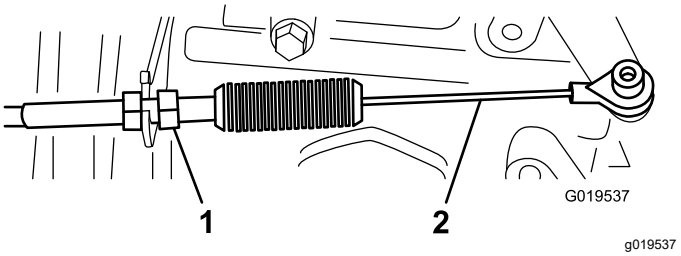
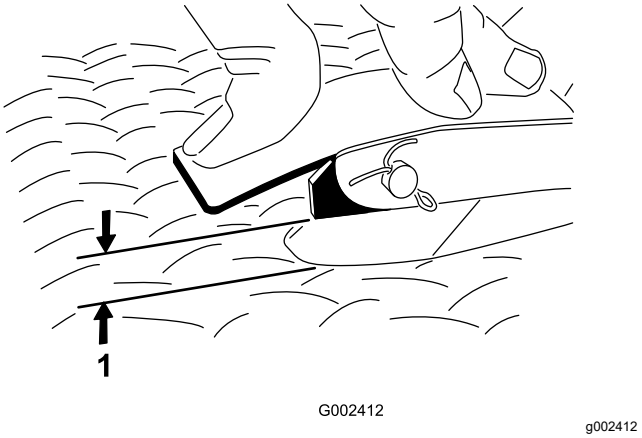

Figur 67
Figur 68
2. Justera kulleden på gasvajern (Figur 67) så att spelet blir 2,54–6,35 mm mellan gaspedalarmen och den översta delen av den diamantformade golvplattan (Figur 68) när en kraft motsvarande 11,3 kg appliceras mitt på pedalen.
3. Dra åt låsmuttern (Figur 67).